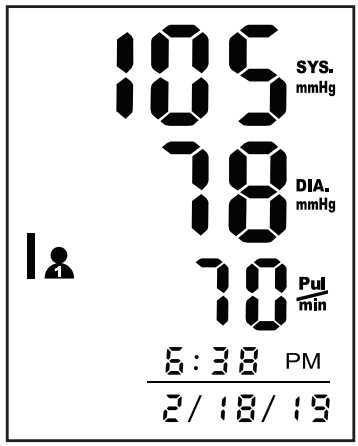

Fig. 3
5. When the measurement is complete, the cuff will automatically deflate, and your blood pressure measurement and pulse reading results will show on the display screen, Fig 3.